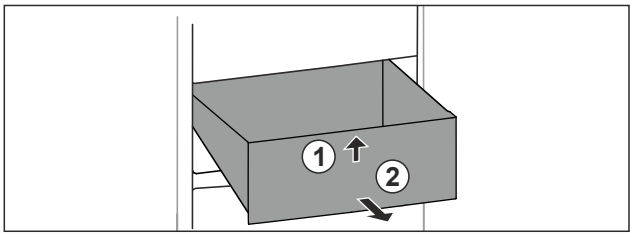

Fig. 93
▶ Predal spredaj dvignite. *Fig. 93 (1)*
▶ Predal vzemite ven v smeri naprej. *Fig. 93 (2)*